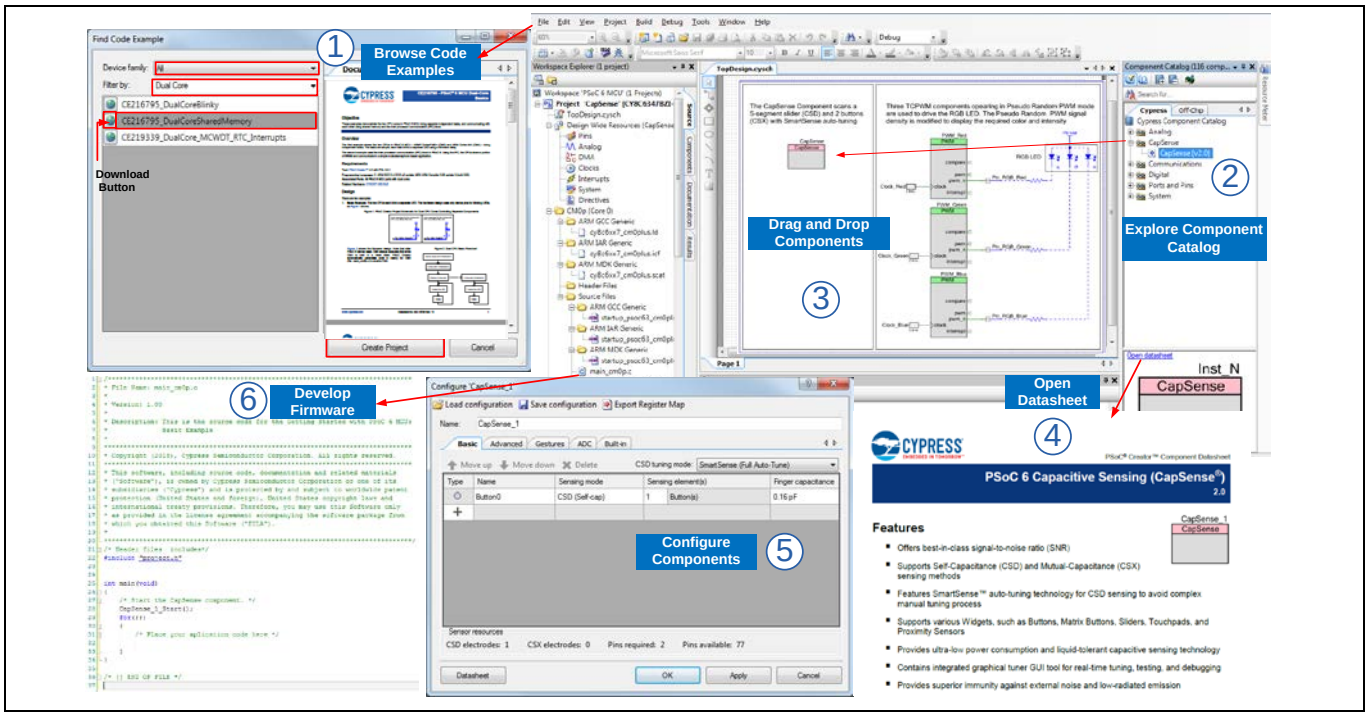

Figure 1 PSoC™ Creator の機能
- Figure 1 に示すように、**File > Code Example** のメニューからサンプルコード集をブラウズ